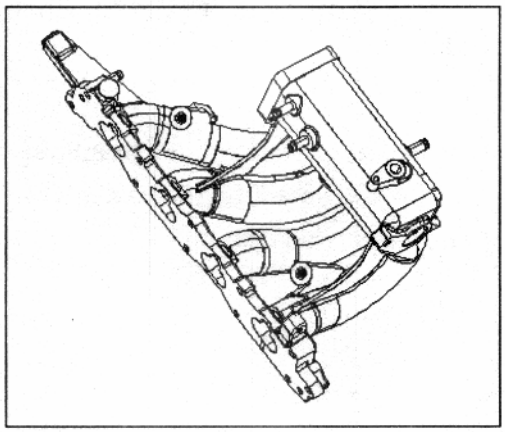

Рис. 24
- Проверьте в 6 местах поверхность при помощи поверочной линейки и калибра. Если превышена указанная ниже деформация, то поверхность необходимо выровнять или заменить впускной коллектор (Рис. 24).